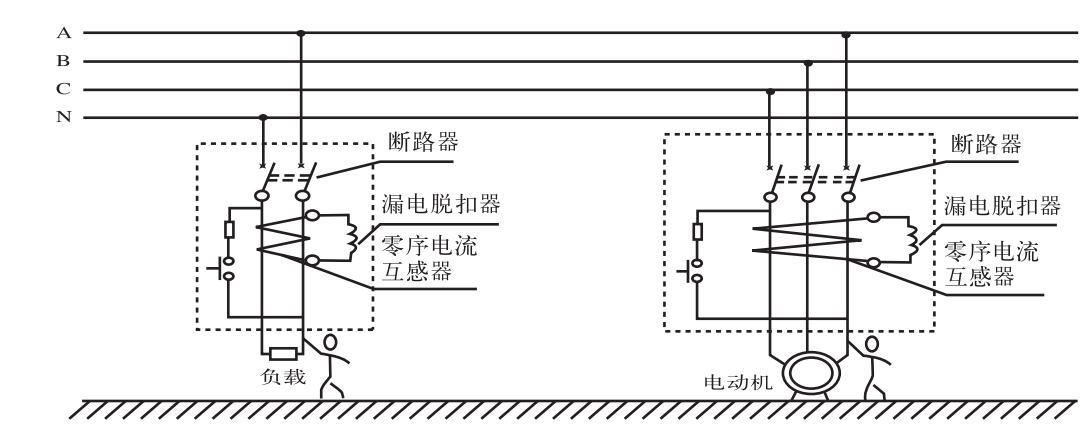

图1 工作原理图
5.2当被保护电路中有故障电流或人身触电时，只要故障电流达到整定动作电流值，零序电流互感器的二次绕组的输出信号就触发可控硅导通，并通过漏电脱扣器使剩余电流动作断路器动作，从而切断电源起到故障电流和触电保护作用。工作原理图见图1。